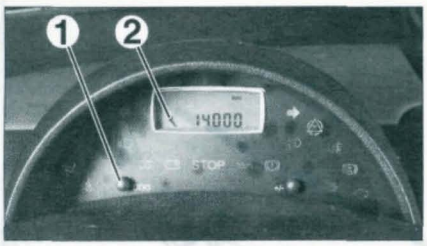

FIGURE 9-1
- Appuyer sur le bouton (1) et le maintenir enfoncé **(figure 9-1)**.
- *Lorsque l'afficheur indique « = 0 » la clé de maintenance (2) disparaît* **(figure 9-1)**.